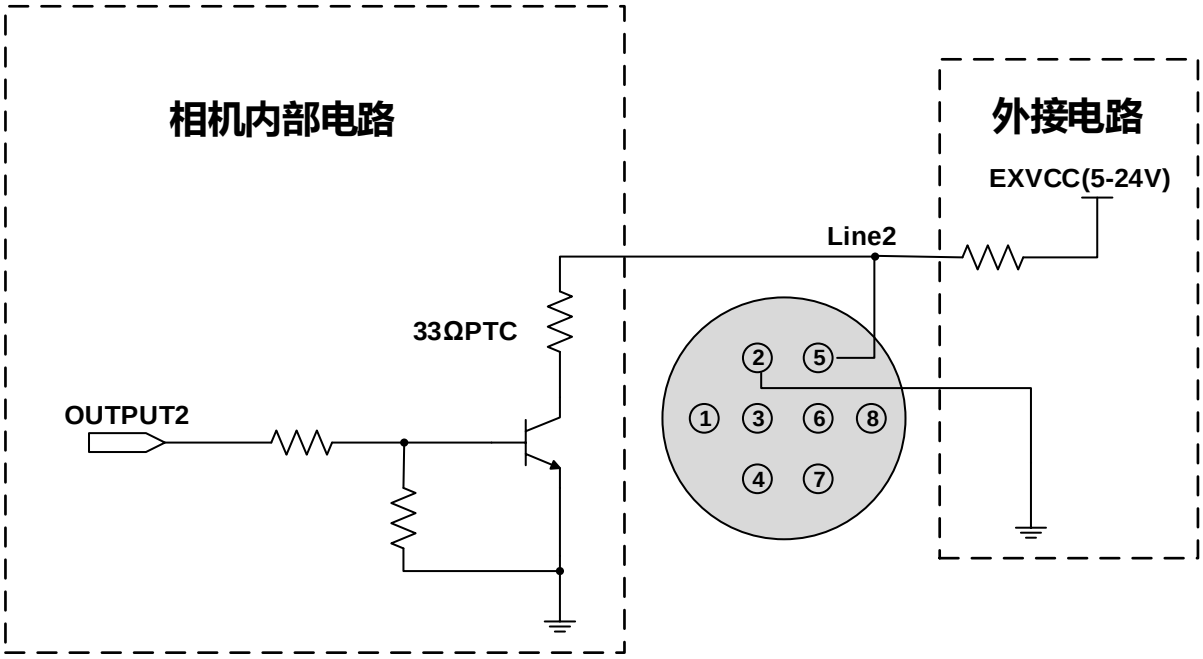

图 7-21 Line2 配置为输出引脚时相机内部等效电路
- Line2 配置为输出引脚时，相机内部等效电路如图 7-21 所示